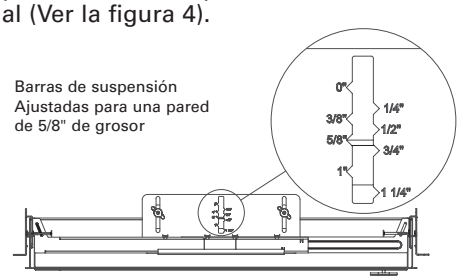

Figura 4
6. Ajuste la luminaria para acomodarla al ancho de la pared, el yeso o la losa que se utilizará. Las muescas y las marcas en el sostén de las barras de suspensión se corresponden con el ancho del material (Ver la figura 4).